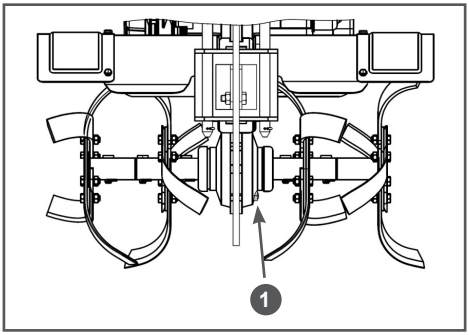

Рис. 17 Расположение пробки для слива масла из картера коробки передач (вид сзади)
4. Открутите пробку для слива масла и слейте отработанное масло в подготовленную для этого емкость. Пробка 1 для слива масла находится в нижней части коробки передач справа по ходу движения мотокультиватора (Рис. 17).